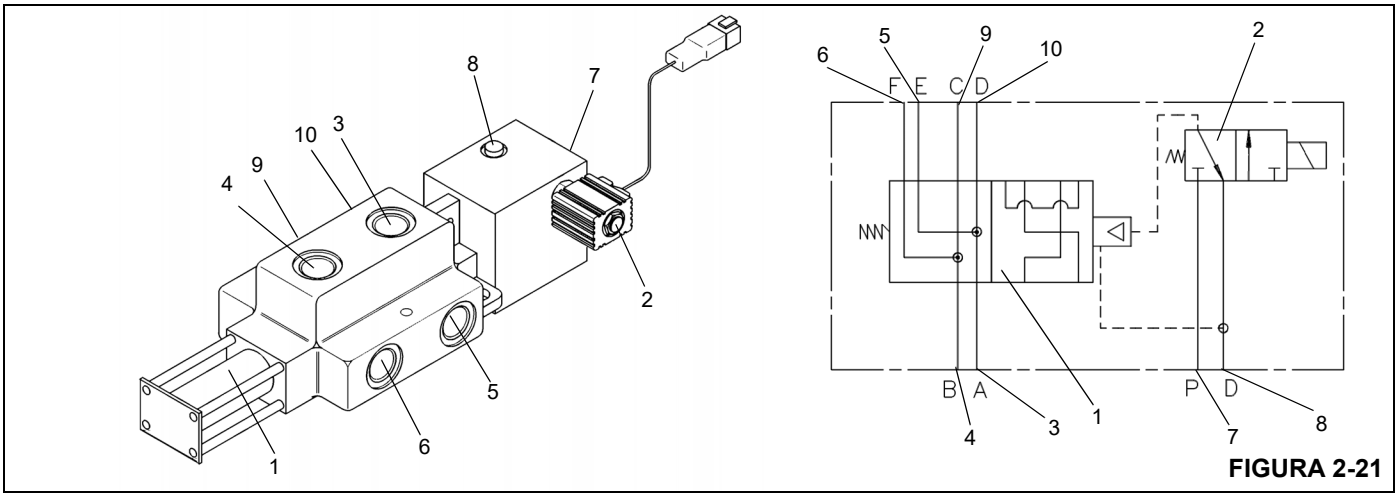

FIGURA 2-21
A válvula seletora série/paralelo Figura 2-21 é usada para selecionar a velocidade do motor de giro. Ela está localizada no lado externo da placa lateral direita da plataforma rotativa. Consiste em uma válvula de quatro vias e duas posições operada por piloto (1) e uma válvula de três vias e duas posições acionada por solenoide (2) Figura 2-21 que é a válvula piloto. Ela está conectada por tubulação entre a válvula de controle direcional de giro e os motores de giro.